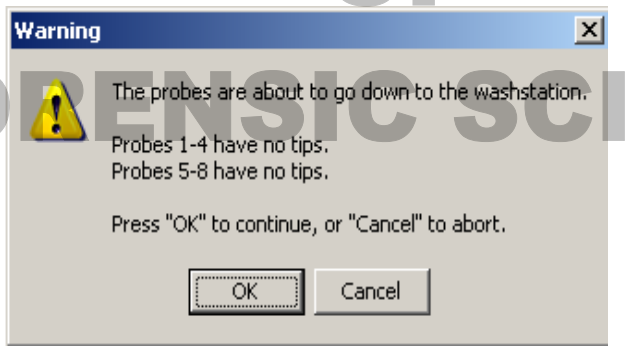

Figure 6. Prompt window prior to the step for purging any air from the lines.
4.2.2.4 The robot will home the axes and then pause when it gets to the step shown in Figure 6.